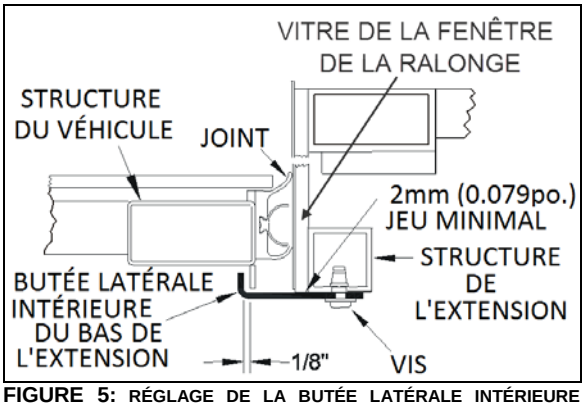

FIGURE 5: RÉGLAGE DE LA BUTÉE LATÉRALE INTÉRIEURE 26146
1. Régler les butées latérales intérieures à 1/8" des butées de la structure latérale du véhicule et serrer les vis. Il doit y avoir un jeu minimal de 2 mm (0,079") entre la butée latérale intérieure et le panneau de vitre latéral (Figure 5). Utiliser une cale si nécessaire. Utiliser les cales de réglage si nécessaire.